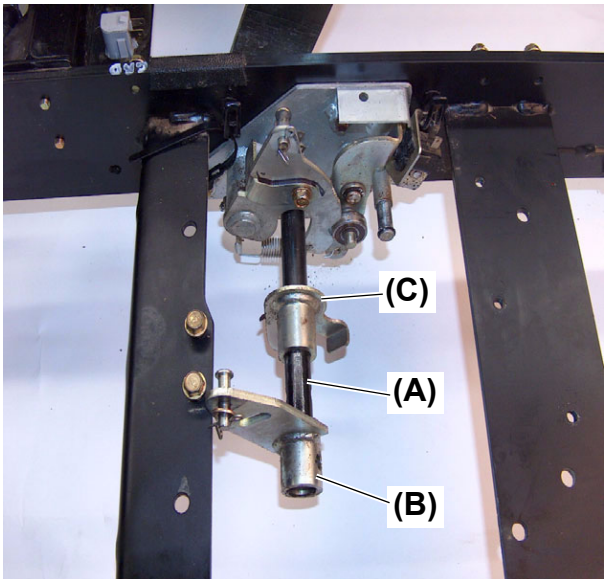

Fig. 4
7. Remove the brake pedal **(Fig. 4, (A))** by sliding it out toward the right side through the pedal fulcrum and frame. Remove the brake arm **(Fig. 4, (B))** and cruise release **(Fig. 4, (C))** from the brake pedal **(Fig. 4, (A))** by pulling them out toward the left side of the unit.